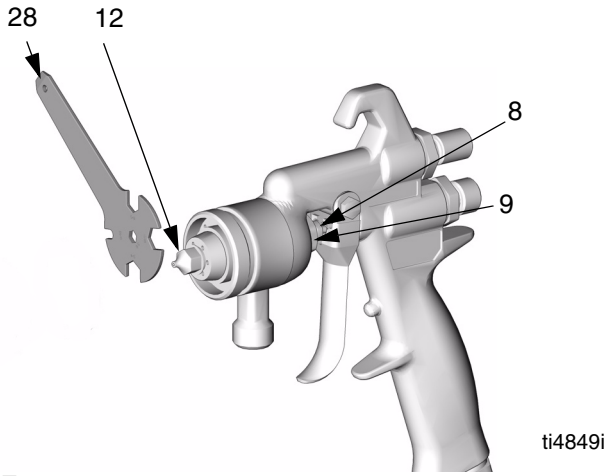

FIG. 41
13. Para apretar el tornillo prensaestopas (8), hágalo girar hasta que toque las empaquetaduras de fluido, apriete después una vuelta completa para pre-asentar las empaquetaduras. Afloje el tornillo, y apriételo después hasta que vuelva a tocar las empaquetaduras. Apriete el tornillo 1/12 vuelta más (igual a la mitad de la distancia entre puntos de la cabeza hexagonal). Vea FIG. 41.
14. Dispare la pistola para comprobar el movimiento de la aguja. Si la aguja no regresa después de soltar el gatillo, afloje ligeramente el tornillo prensaestopas (8) hasta que la aguja regrese libremente.
15. Reemplace el sello (15B). Instale el cabezal de aire (14), el anillo de retención del cabezal de aire (15A), y el sello (15B). Apriete a mano el anillo.